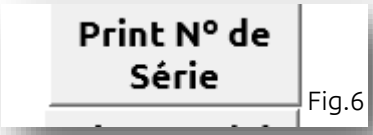

Fig.6
- No fim dos testes, no posto de cargas, após todos os ***artigos tiverem validados*** ,exportar o ficheiro em pdf clicando no botão indicado na Fig.6, se não estiverem validados não se faz o exporte em pdf.